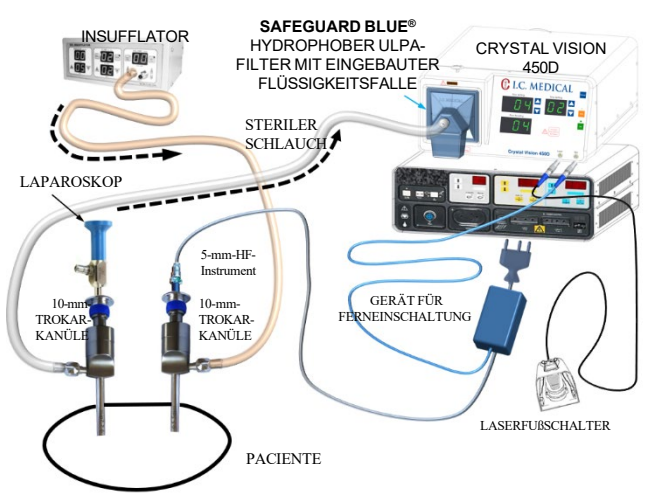

Abbildung 19: Einrichtung für Laparoskopie mit einem ESU- und Crystal Vision-Gerät
5. Der Durchfluss des Insufflators sollte auf Maximum und der Druck auf die Bedürfnisse des Chirurgen eingestellt werden. Siehe Abbildung 19.